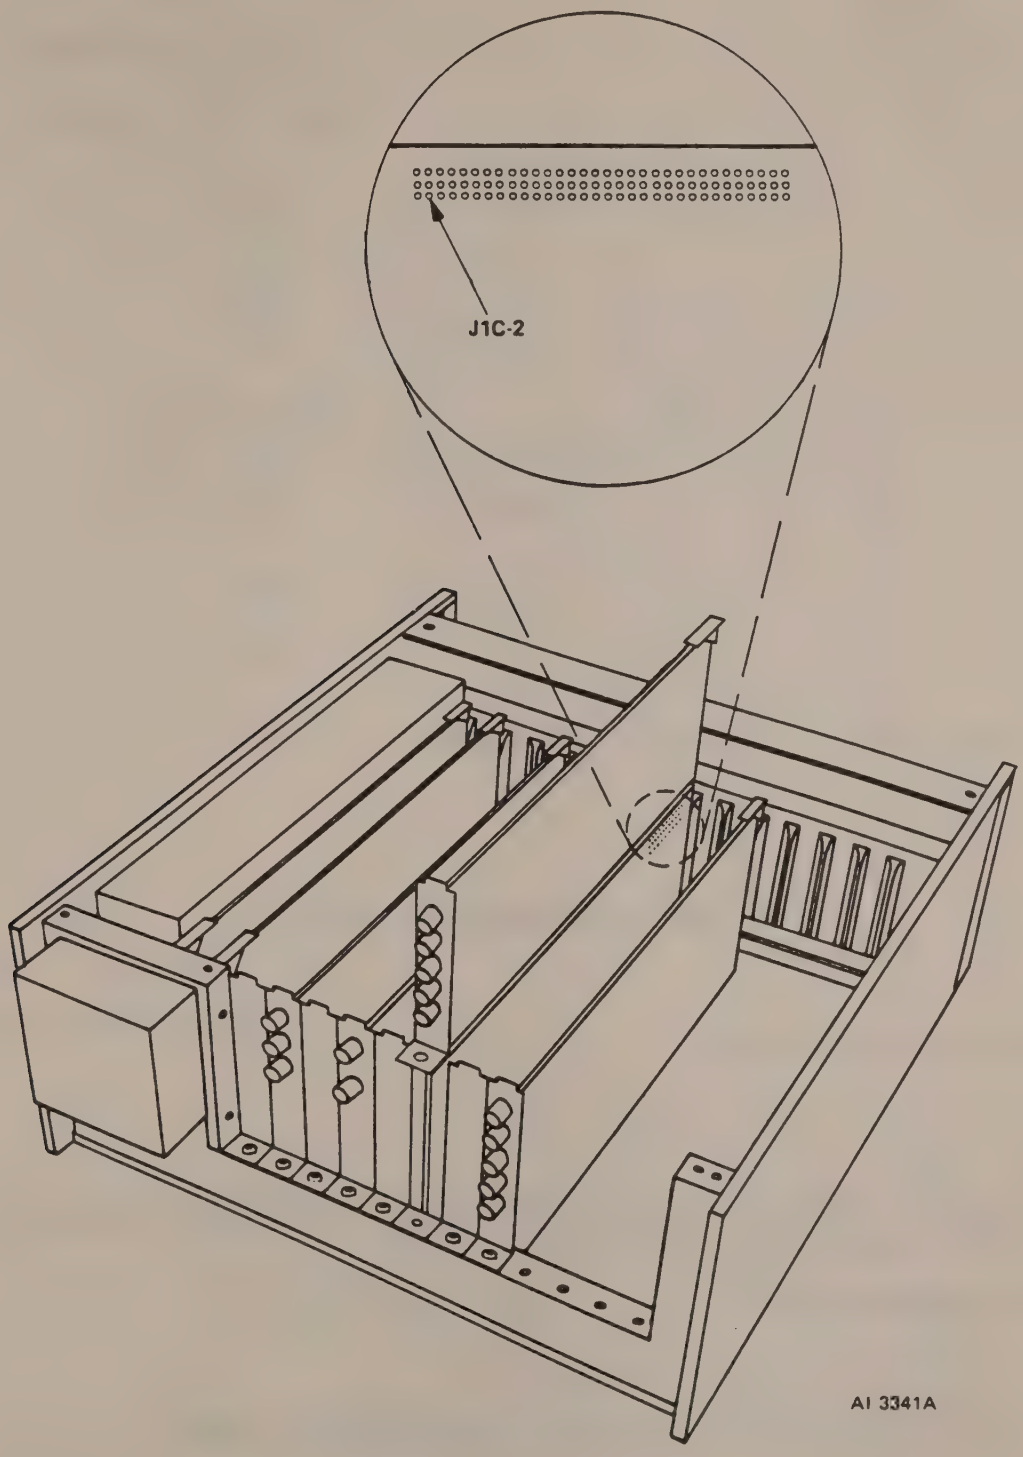

Figure 3.20. Voltage Checkpoints
3. Check for supply voltages of +5 volts dc at connector J1, row C, pin 2, see Figure 3.20.